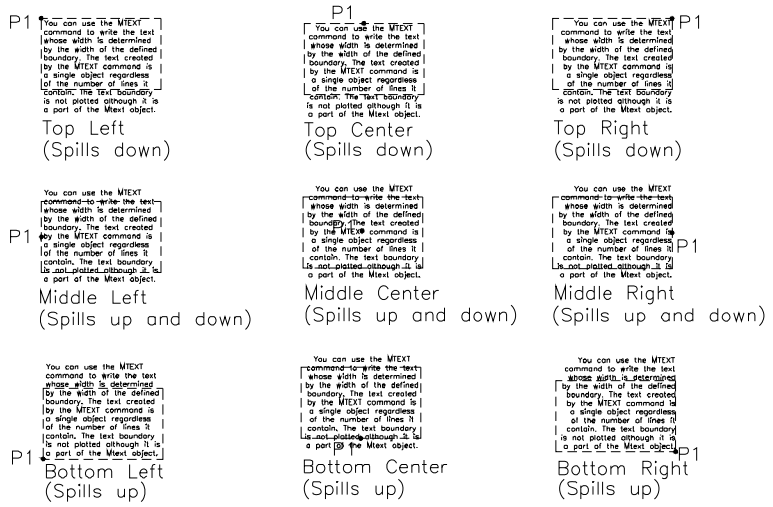

Figure 7-37 *Text justifications for* ***MTEXT*** *(P1 is the text insertion point)*
In large complicated technical drawings, the **Justification** option is used to fit the text matter with a specified justification and alignment. For example, if the text justification is bottom-right (BR), the text paragraph will spill to the left and above the insertion point, regardless of how you define the width of the paragraph. When you select **Justification** from the shortcut menu, a cascading menu appears that displays the predefined text justifications. By default, the text is Top Left justified. You can choose the new justification from the cascading menu. The various justifications are TL, ML, BL, TC, MC, BC, TR, MR, BR. Figure 7-37 shows various text justifications for multiline text.